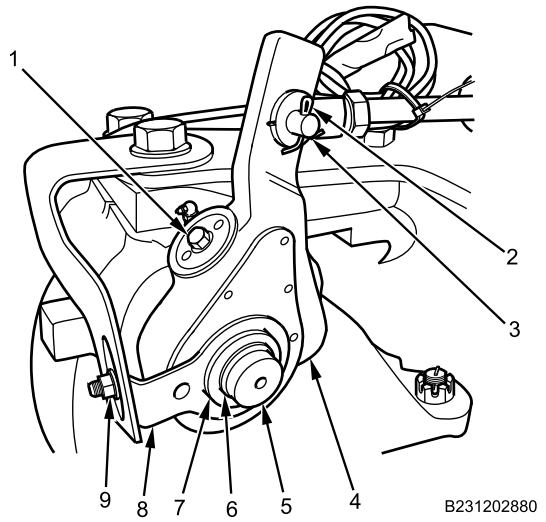

Figure 7. One-Pin Slack Adjuster Installation.
1. Install slack adjuster assembly (Figure 7, Item 4) onto brake S-camshaft (Figure 7, Item 5) and secure with snapring (Figure 7, Item 6).
2. Check end play between brake S-camshaft (Figure 7, Item 5) and slack adjuster assembly (Figure 7, Item 4) with dial indicator. Desired end play is 0.000-0.060 in. (0.00-1.5 mm).
3. If end play is not within specifications, remove snapring and install washers (Figure 7, Item 7) as necessary onto brake S-camshaft (Figure 7, Item 5). Secure slack adjuster assembly (Figure 7, Item 4) with snapring (Figure 7, Item 6). Repeat steps 2 and 3 as necessary.
4. Rotate manual adjusting nut (Figure 7, Item 1) clockwise until clevis pin (Figure 7, Item 3) lines up with slack adjuster clevis pin hole.
5. Install clevis pin (Figure 7, Item 3) and new clip (Figure 7, Item 2) on slack adjuster assembly (Figure 7, Item 4).
6. Install nut (Figure 7, Item 9) on slack adjuster control arm (Figure 7, Item 8). Do not tighten.
7. Rotate control arm (Figure 7, Item 8) towards front axle until control arm comes to complete stop.
8. Tighten and secure control arm nut (Figure 7, Item 9).